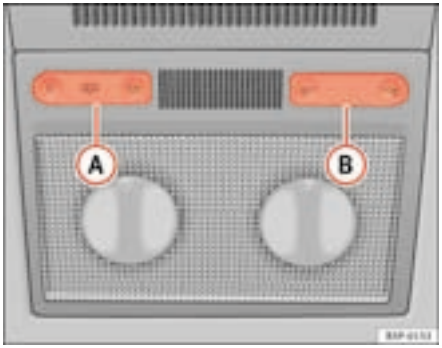

Fig. 78 Interior roof lining: front passenger compartment lighting
The switch (A) ⇒ fig. 78 is used to select the following positions:
Push the switch to the position O ⇒ fig. 78.